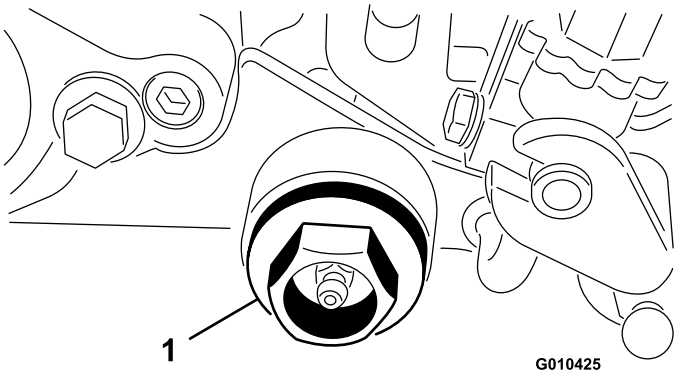

Figura 11
14. Avvitate il tappo all'interno dell'alloggiamento del groomer (Figura 11).